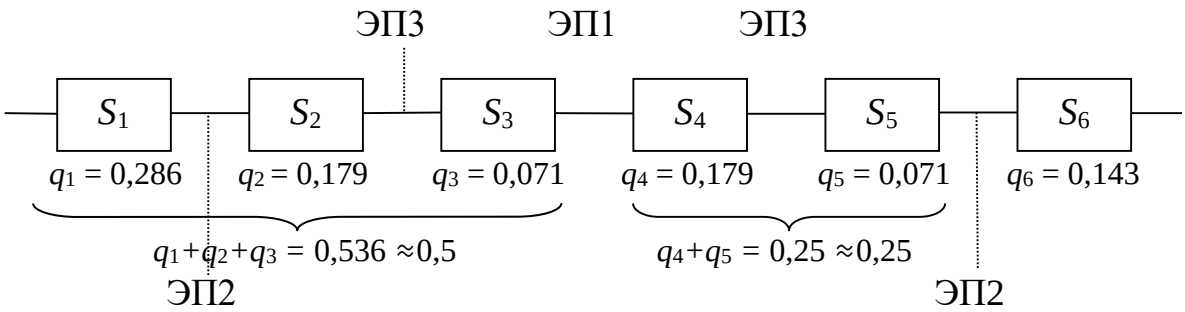

Рис. 1. Диагностический граф программы «по максимуму информации»
1. Разработана гибко-последовательная программа поиска места отказа «по максимуму информации» в виде диагностического графа, представленного на рис. 1.